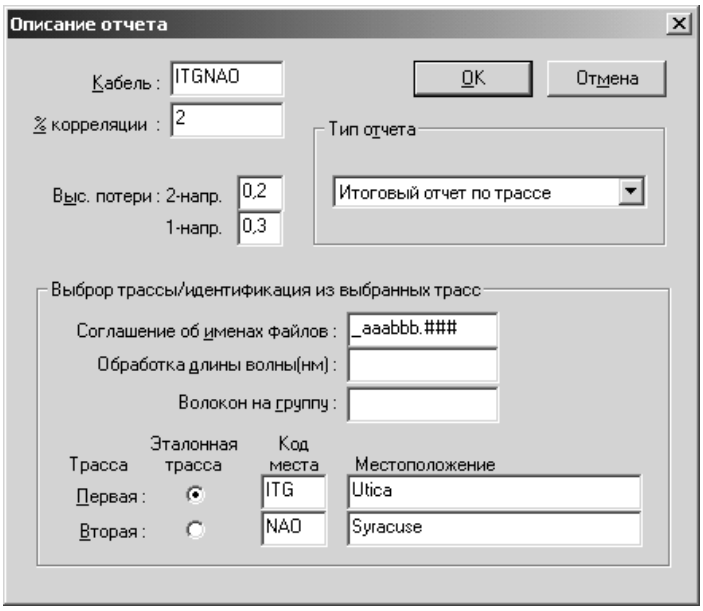

Рисунок 10-2: Диалоговое окно Описание отчета
7. Нажмите кнопку “Отчет”, а затем щелкните OK. Открывается диалоговое окно “Описание отчета” (см. Рисунок 10-2).